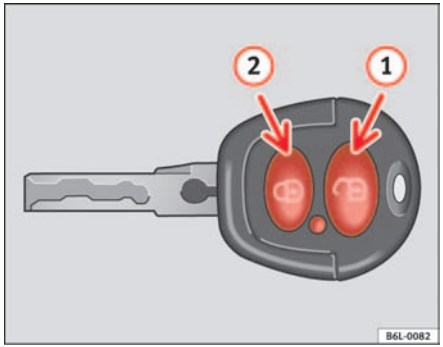
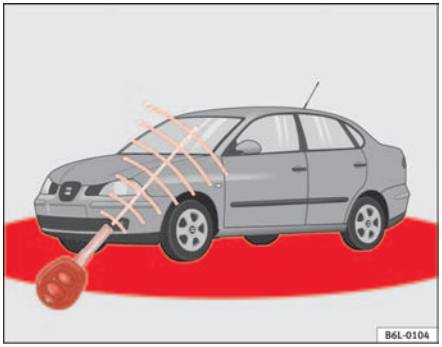

Fig. 48 Assignment of buttons on the remote control key
Fig. 49 Range of the remote control
The range (red zones) ⇒ fig. 49 of the remote control is shown in the diagram. The maximum range depends on a number of circumstances.
To**open**, place the key within the range, pointing towards the vehicle and briefly press the open button 🔓 ⇒ fig. 48 (1). The indicators flash twice. To ▶
close the vehicle, press the close button briefly ⇒ fig. 48 (2). The indicators flash once.
By pressing the locking button **twice** ⇒ page 77, fig. 48 (2) both the locking security mechanism (double) and the volumetric alarm* are deactivated but the perimetric alarm* remains active and this is indicated by the indicator light on the drivers door.
When the button ⇒ page 77, fig. 48 (1) is used the driver's door is unlocked, all others remain locked.
Press the button ⇒ page 77, fig. 48 (1) twice to unlock all doors.
- The remote control functions only when you are in range ⇒ page 77, fig. 49 (red area).
- If the vehicle is unlocked using the (1) button, the vehicle will be locked again automatically if any of the doors or the tailgate are not opened within 30 seconds of unlocking the vehicle. This function prevents the vehicle from remaining unlocked if the unlocking button is pressed by mistake.
– Use both keys that have been delivered with the vehicle; the key with the remote and the normal key ⇒ page 77, fig. 48 ⇒ page 77, fig. 49. ▶
– At the same time press the button (1) on the remote control key.